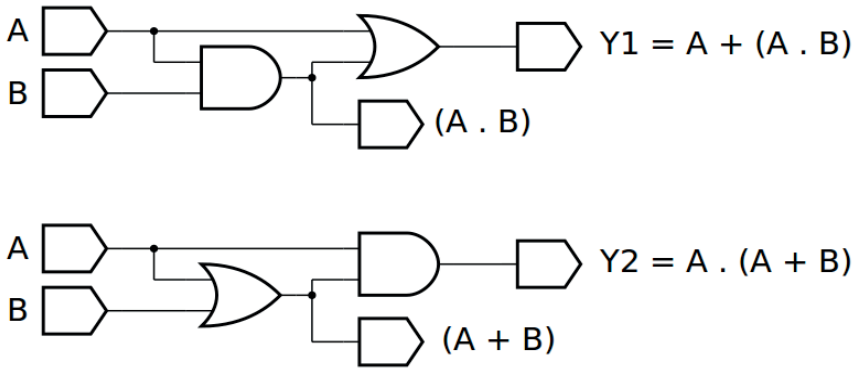
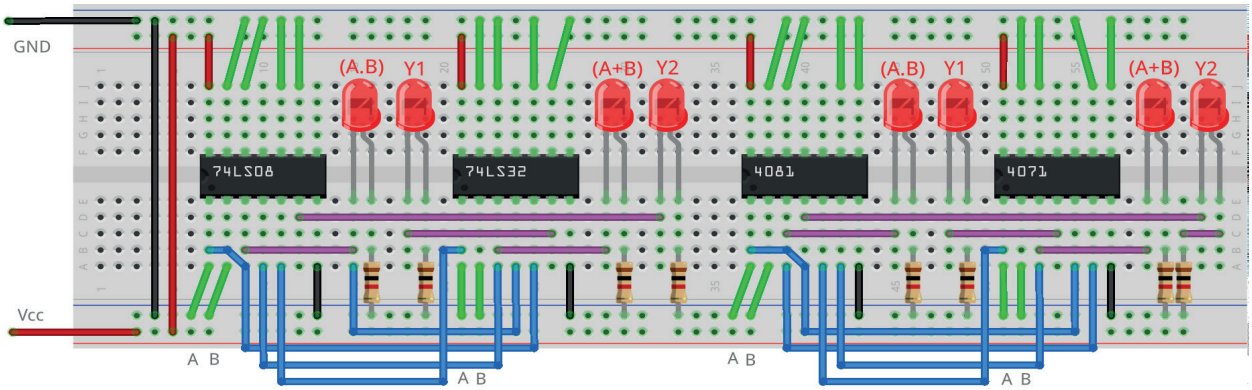

Figura 4.46 – Diagrama esquemático.
Figura 4.48 – Placa de montagem com componentes.
1. Monte o circuito da figura 4.46, conforme mostrado na figura 4.48, na placa de montagem.
6. Simule o circuito da figura 4.46 em um software de simulação para computador (SmartSim, Atanua ou Qucs) e compare com a tabela 4.16.